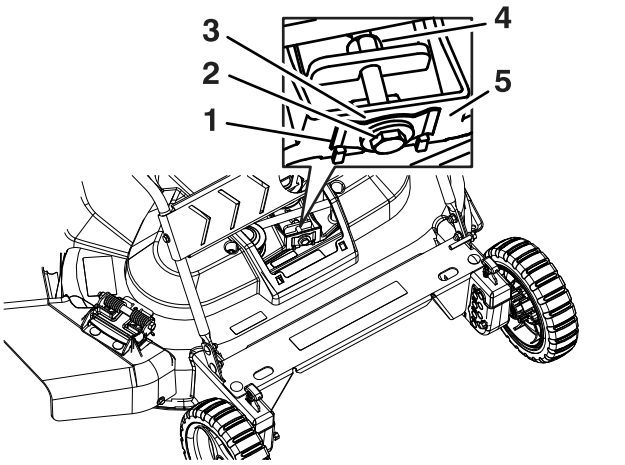

Figure 28
5. Loosen the blade drive adjusting bolt (refer to Figure 28).